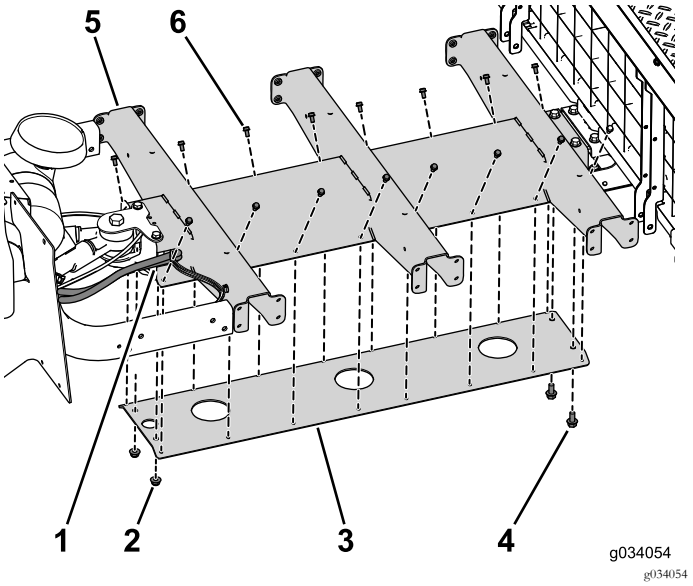

Figur 30
1. Bruk de fire boltene (5/16 x 3/4 tomme) til å montere plattformstøtten løst til midtkanalen (Figur 30).